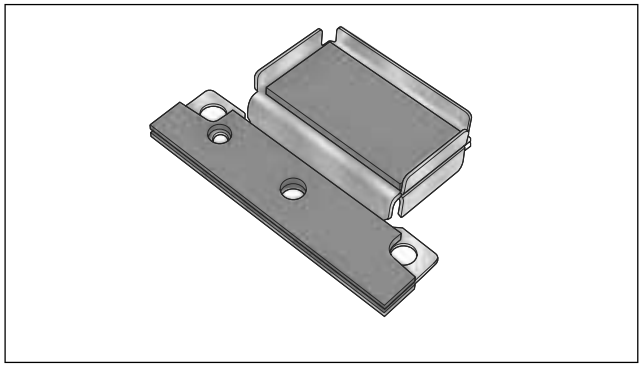

Figure 2-68. Brake Caliper Piston Remover (Part No. HD-43293A)
a. Obtain BRAKE CALIPER PISTON REMOVER (Part No. HD-43293A). See inset of Figure 2-68.